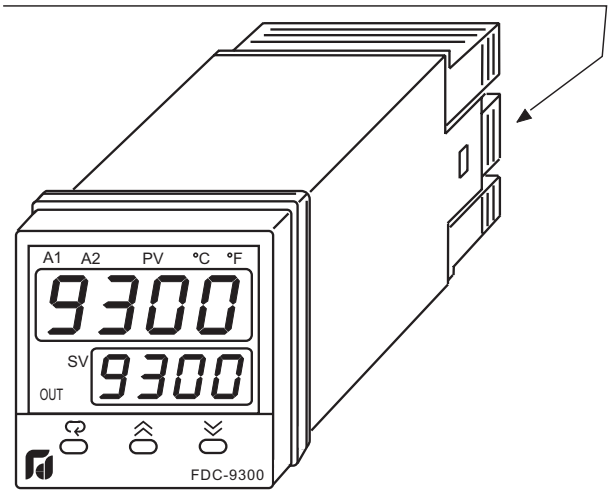

Figure 5.1
(4) Dismantle the controller according to **Figure 5.1** .